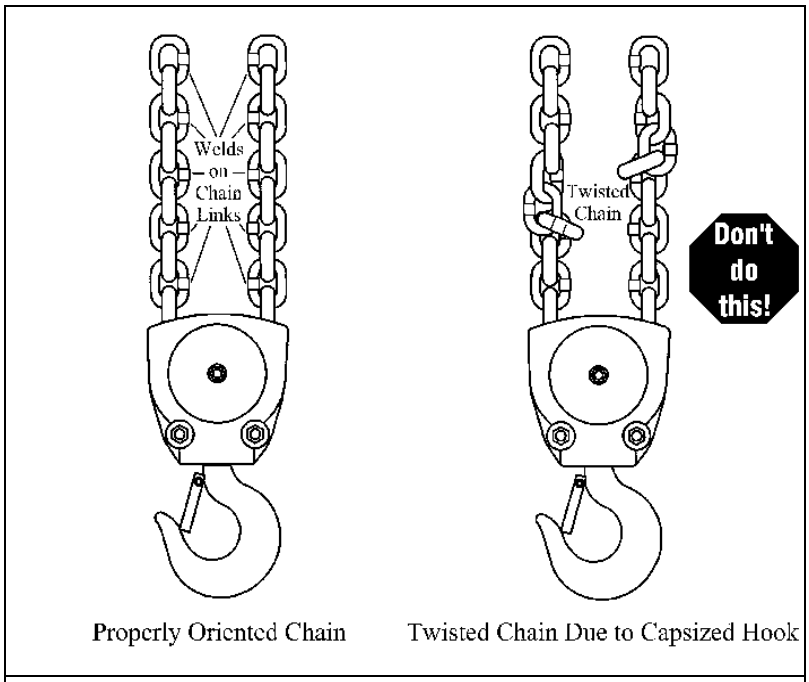

Figure 3-5 Twist in Load Chain – 2, 3 and 5 Ton Double Fall Models
3.2.6 **⚠WARNING** Verify that the load chain is not twisted or tangled prior to operating the hoist. Make sure the bottom hook on 2, 3 and 5 Ton double fall models is not capsized. See Figures 3-5 and 3-6. Correct all chain irregularities before conducting the first hoist operation.